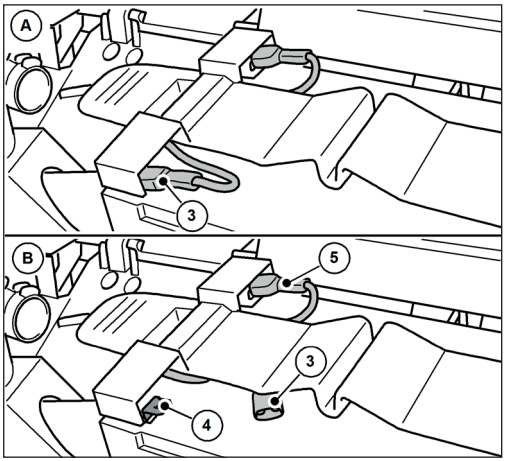

Abb. 24: Desligar o cabo de ligação da bateria
3. Desligue o cabo azul de ligação da bateria (3) da patilha de encaixe (4) da bateria.
» Certifique-se de que o cabo azul de ligação da bateria (3) não pode entrar em contacto involuntário com a patilha de encaixe (4) devido a influências externas, como, por exemplo, o movimento do aparelho (ver Fig. 24 Figura B).